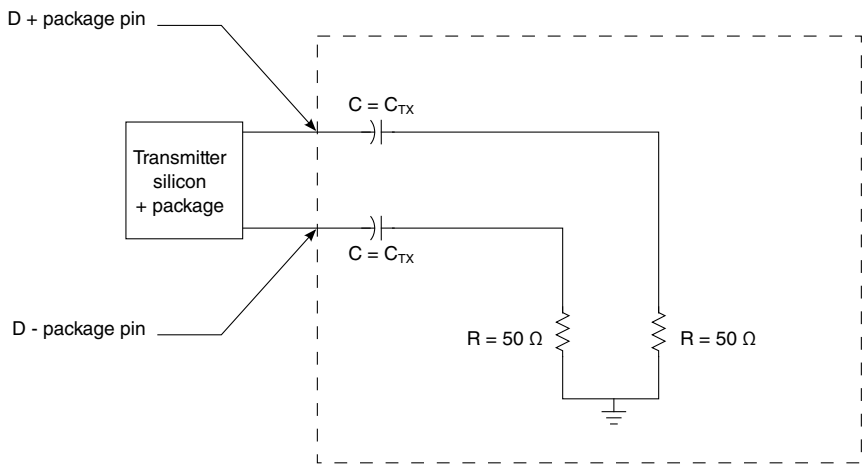

Figure 76. Test/measurement load
1. Specified at the measurement point into a timing and voltage test load as shown in Figure 76 and measured over any 250 consecutive transmitter UIs.
1. Specified at the measurement point and measured over any 250 consecutive UIs. The test load in Figure 76 must be used as the receiver device when taking measurements. If the clocks to the receiver and transmitter are not derived from the same reference clock, the transmitter UI recovered from 3500 consecutive UI must be used as a reference for the eye diagram.